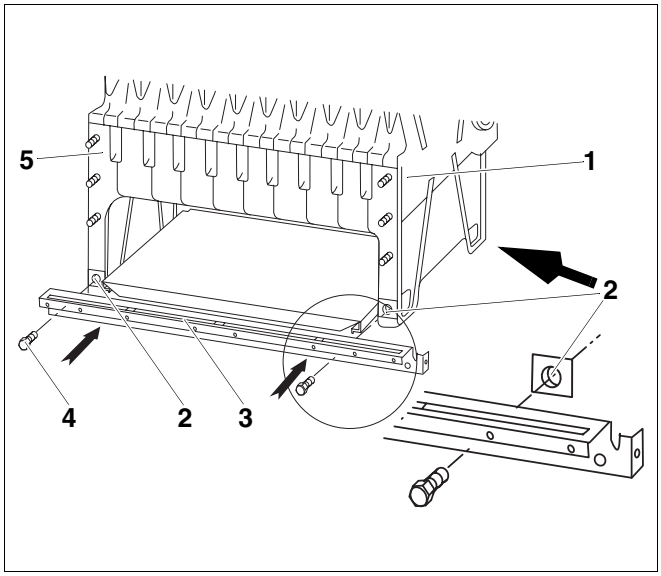

Afb. 39 Langssokkels monteren
De pijl in afb. 39 geeft de voorzijde van het ketelblok aan.
De langssokkels moeten zo aan de verwarmingsketel gemonteerd worden, dat de omgeplooide zijde zich aan de voorkant van de ketel bevindt. De langssokkel steekt aan de voorzijde van de ketel (waterzijdige aansluiting) meer uit dan aan de achterzijde van de ketel (vgl. afb. 39).
- Plaats de clipmoeren M8 (afb. 39, **pos. 2**) aan de voeten van de eindelementen (afb. 39, **pos. 1** en afb. 39, **pos. 5**).
- Schroef de langssokkels (afb. 39, **pos. 3**) losjes aan de eindelementen (afb. 39, **pos. 1** en afb. 39, **pos. 5**) met de zeskantbouten M8 × 35 (afb. 39, **pos. 4**).